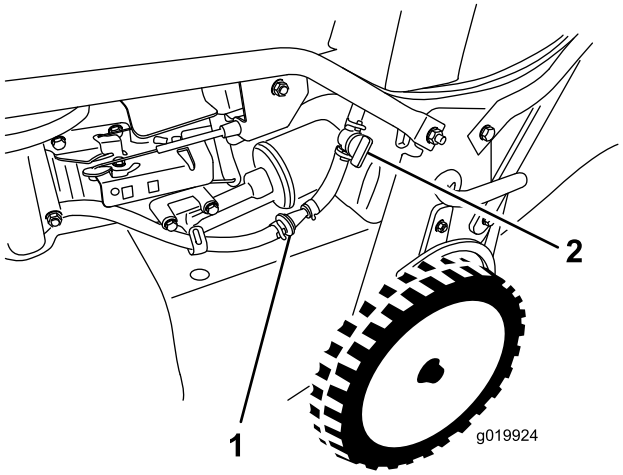

Figura 33
3. Chiudete la valvola di intercettazione del carburante (Figura 33).
4. Rimuovete il filtro del carburante (Figura 33) dal relativo tubo allentando i serratubi attorno al filtro.